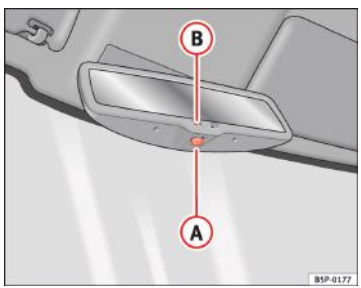

Fig. 67 Oglinda interioară cu funcţie de reglare automată antiorbire. ▶
– Apăsați butonul Ⓐ ⇒fig. 67. Lampa indicatoare Ⓑ se stinge.
– Apăsați butonul Ⓐ ⇒fig. 67. Lampa de avertizare este aprinsă.